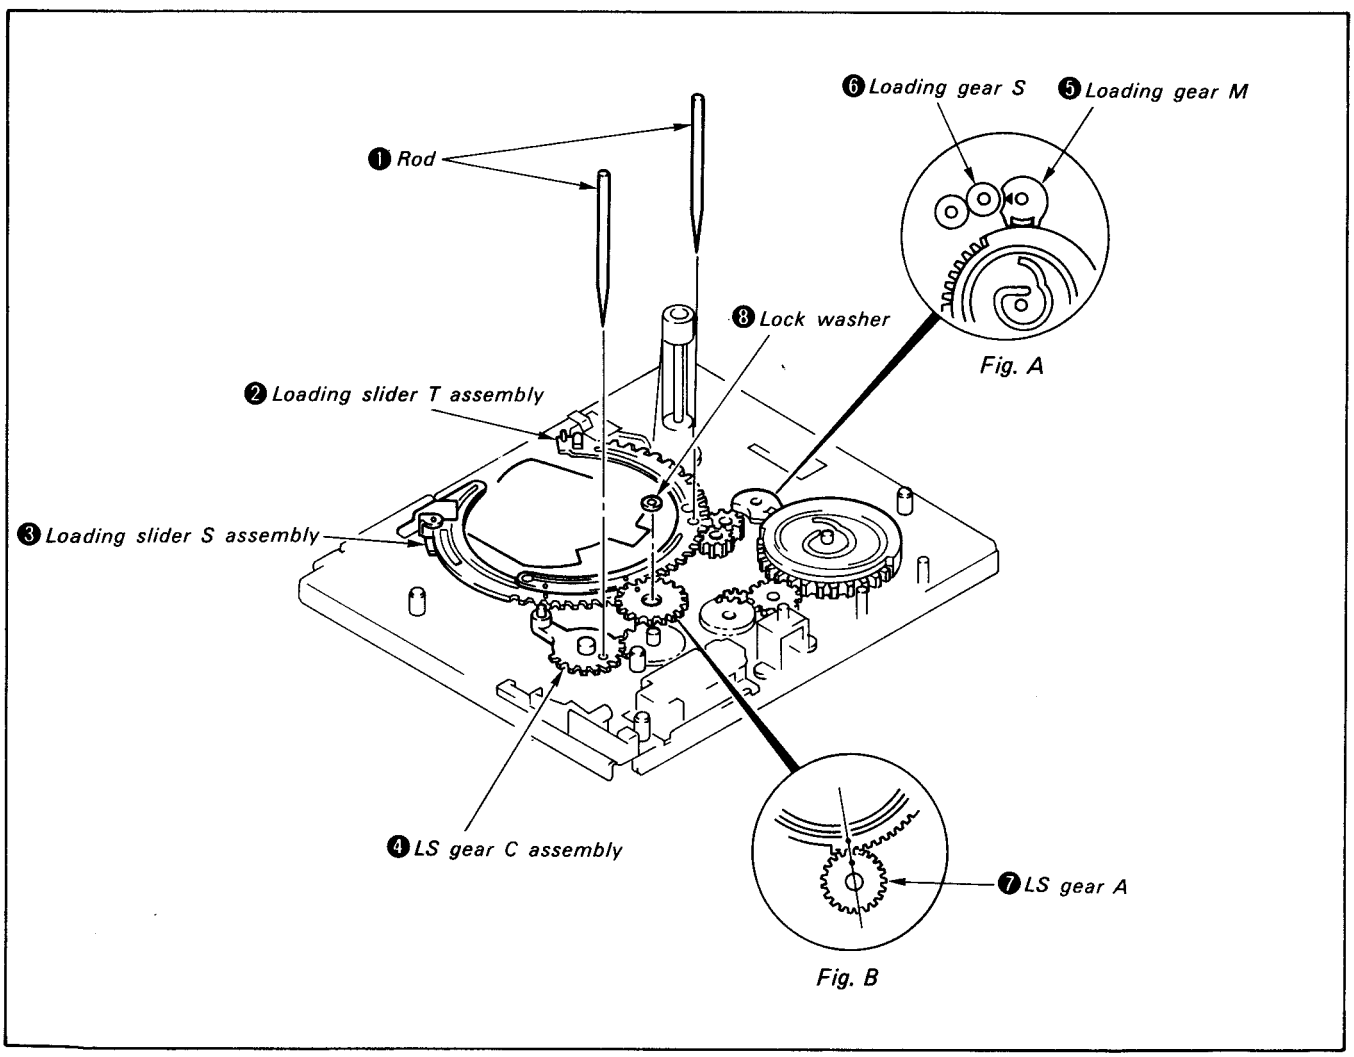

Fig. 2-30
4) By referring to 2-3-25, remove drum assembly. (See Fig. 2-30)